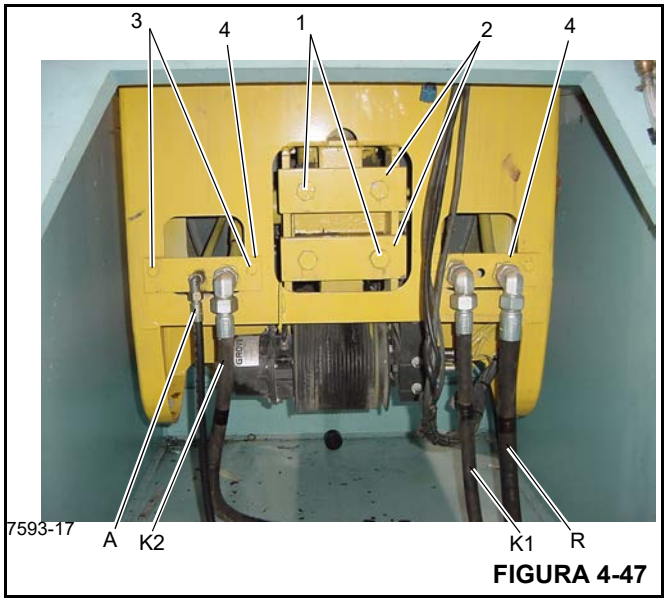

FIGURA 4-47
23. Instale cuatro pernos de anclaje (1) (Figura 4-47) a través de las barras de montaje del cilindro (2) en los orificios de montaje del cilindro en la parte trasera de la sección de base. Apriete los pernos siguiendo un patrón en cruz al par de apriete correcto.